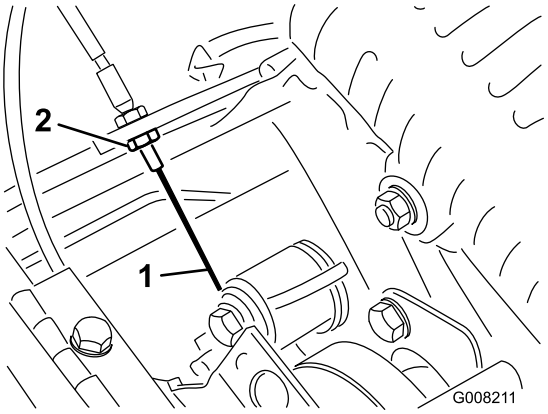

**Figur 46**
3. Öka kabelspänningen genom att lossa kabelns främre kontramutter och dra dess bakre kontramutter (Figur 46) tills det krävs en kraft på 3 till 4 kg för att koppla in hjuldrivningen. Mät kraften vid reglageknoppen.